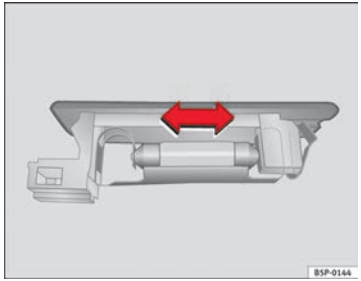

Fig. 187 Luggage compartment light
– Press the bulb sideways and remove it from its housing ⇒ Fig. 187. ■